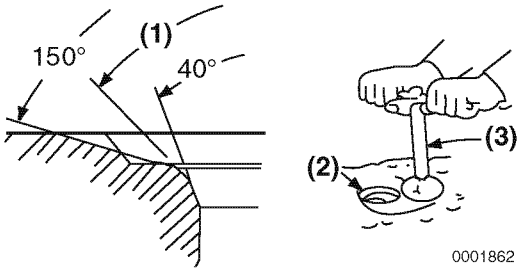

Figure 6-61
Light cutting can be performed by the use of a hand-operated cutter **(Figure 6-61)**.
Valve seat diameter can be adjusted by top-grinding with a 150° stone to make the seat diameter smaller, and bottom-grinding using a 40° stone to make the seat diameter larger. Once the seat location has been corrected, grind and lap the seat angle **(Figure 6-61, (1))** to specification. *See Cylinder Head on page 6-6 for specifications.*